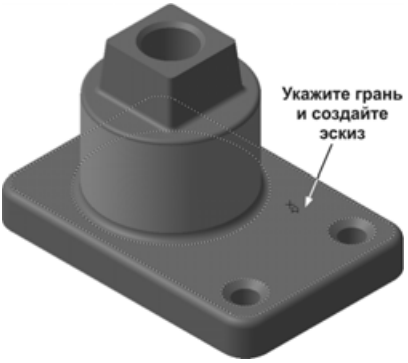

Рис. 2.123
- Создайте новый эскиз на верхней плоской грани основания детали (рис. 2.123). Установите для модели стандартную ориентацию **Сверху**.